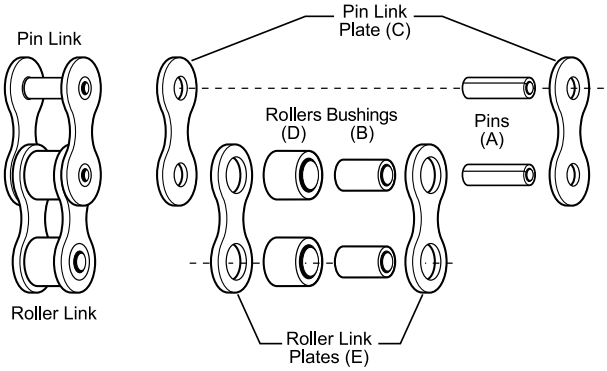

Figure CH-2: Pin link and roller link.
The pin link (**Figure CH-2**) consists of two pins (A) assembled into two pin link plates (C) with controlled press fits to prevent the pins from rotating in the pin link plates.
The roller link (**Figure CH-2**) consists of two bushings (B) assembled into two roller link plates (E) with controlled press fits to prevent the bushing from rotating in the roller link plates. Two rollers (D) are assembled, free to turn, on the outside of the bushings.